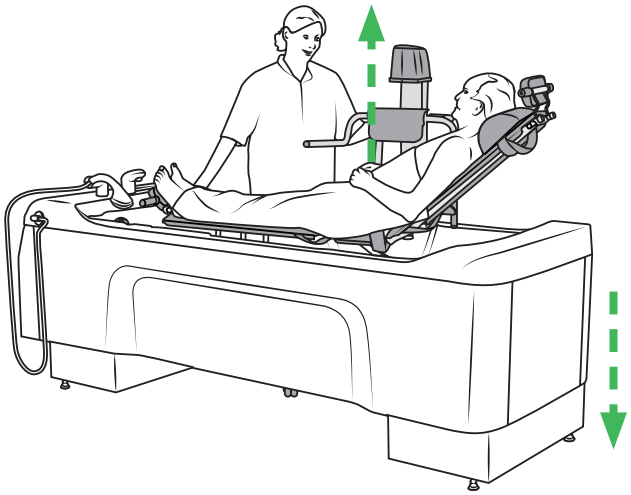

Afbeelding 45
4. Om de badliftwagen van de bodem van de Classic Line 2 badkuip te halen, brengt u de Classic Line 2 badkuip omlaag naar de laagste positie of beweegt u de badliftwagen omhoog. Zie Afbeelding 45.